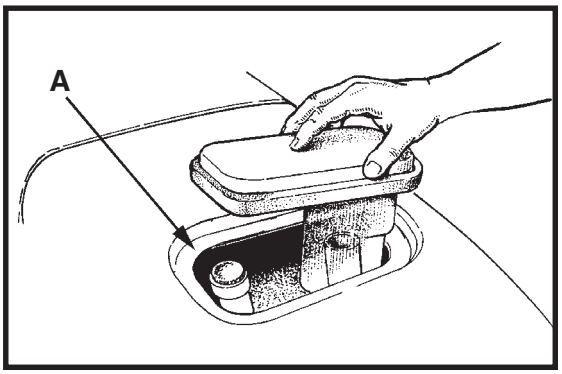

Abbildung 1
2. Vergewissern Sie sich, dab der Deckel des Wiedergewinnungstanks korrekt angebracht ist. Siehe Abbildung 1.
3. Vergewissern Sie sich, dab der Filter des Vakuummotorsiebs sauber und richtig eingeführt ist. Siehe Abbildung 1 A.
!Achtung! Achten Sie darauf, dab kein Wasser und keine Lösung in die Öffnung des Vakuummotors eindringen. (Siehe Abb. 1, S. 15)